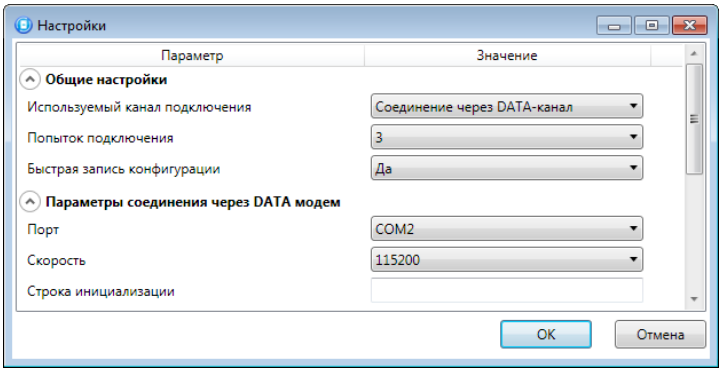

Рисунок 4.15 — Параметры подключения по каналу DATA
**Шаг 1:** для задания параметров подключения откройте окно *Настройки* и в раскрывающемся списке *Используемый канал подключения* выберите *Соединение через DATA-канал*. Задайте описанные ниже параметры и нажмите кнопку *OK* (см. рисунок 4.15).